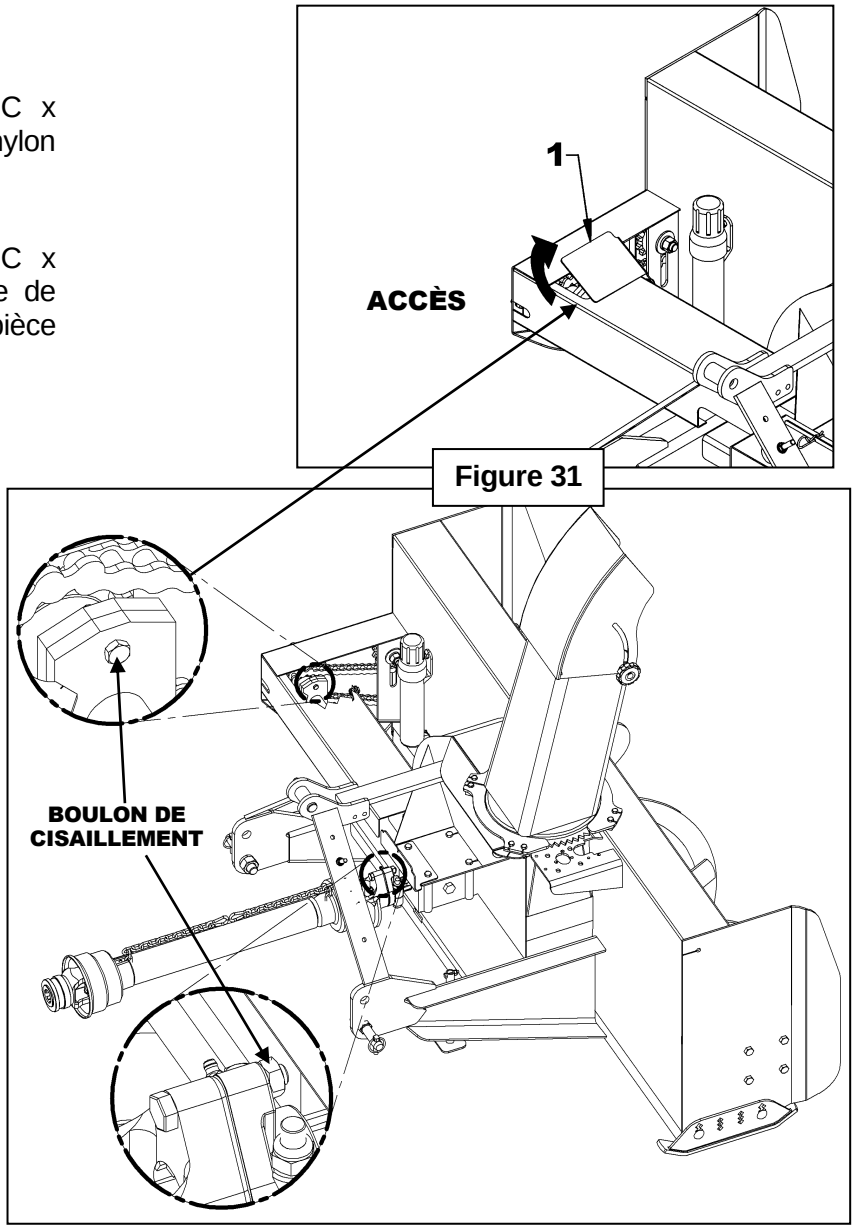

Figure 31
Vérifier à intervalles réguliers le serrage des boulons de cisaillement illustrés sur la figure ci-dessous pour assurer le bon fonctionnement de la souffleuse. **Figure 31:** Pour avoir accès au boulon de cissaillement sur les B54C-B64C, tirer vers le haut sur le panneau d'accès (item 1) situé près de la chaîne. Si les boulons doivent être remplacés, utiliser les pièces suivantes seulement: